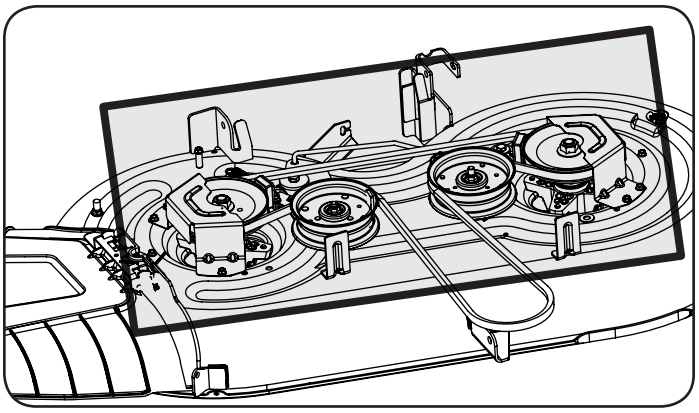

Figura 18
- Limpiar la parte superior de la plataforma de corte, bajo las sábanas de husillo y área de la correa. Vea la Figura 18.